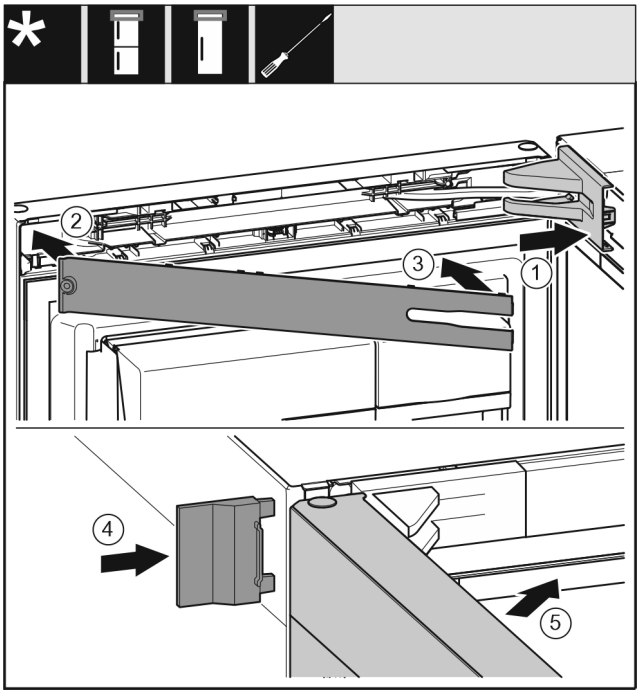

Fig. 27
▶ Position the bearing bracket cover and latch it in place. If necessary push it apart carefully. *Fig. 27 (1)*
▶ Position the panel. *Fig. 27 (2)*
▶ Swing in the panel and latch it into place. *Fig. 27 (3)*
▶ Slide on the outer cover. *Fig. 27 (4)*
▶ Close the upper door. *Fig. 27 (5)*